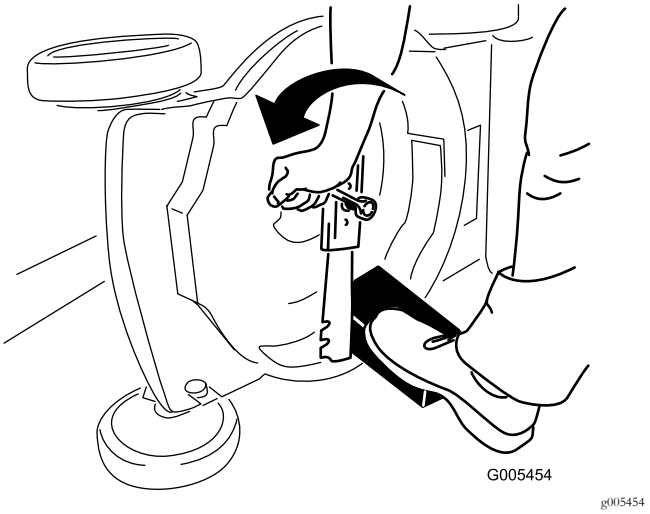

Рисунок 30
3. Используйте деревянную подкладку для неподвижного удерживания ножа (Рисунок 30).
4. Снимите нож, сохранив все крепежные детали (Рисунок 30).